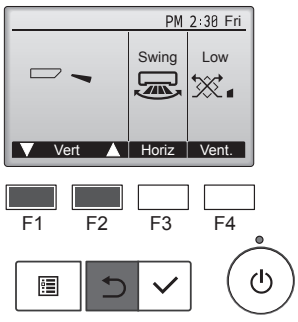

Fig. 7-4
② Appuyez sur la touche [CHOIX] pour afficher l'écran de fonctionnement du volet puis appuyez sur les touches [F1] et [F2] pour contrôler le volet automatique. (Fig. 7-4)